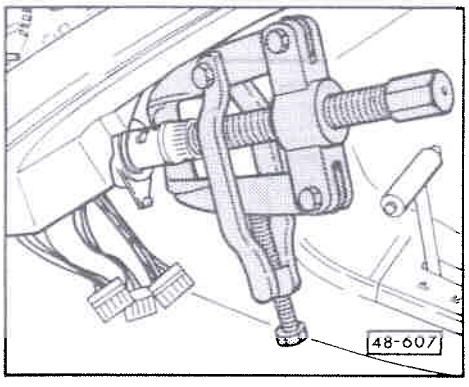

Fig. 2 Douille d'adaptation multipans : extraction
- ♦ Reposer => fig. 2
◄ **Fig. 2 Douille d'adaptation multipans : emmanchement**
- ♦ Déposer => fig. 2